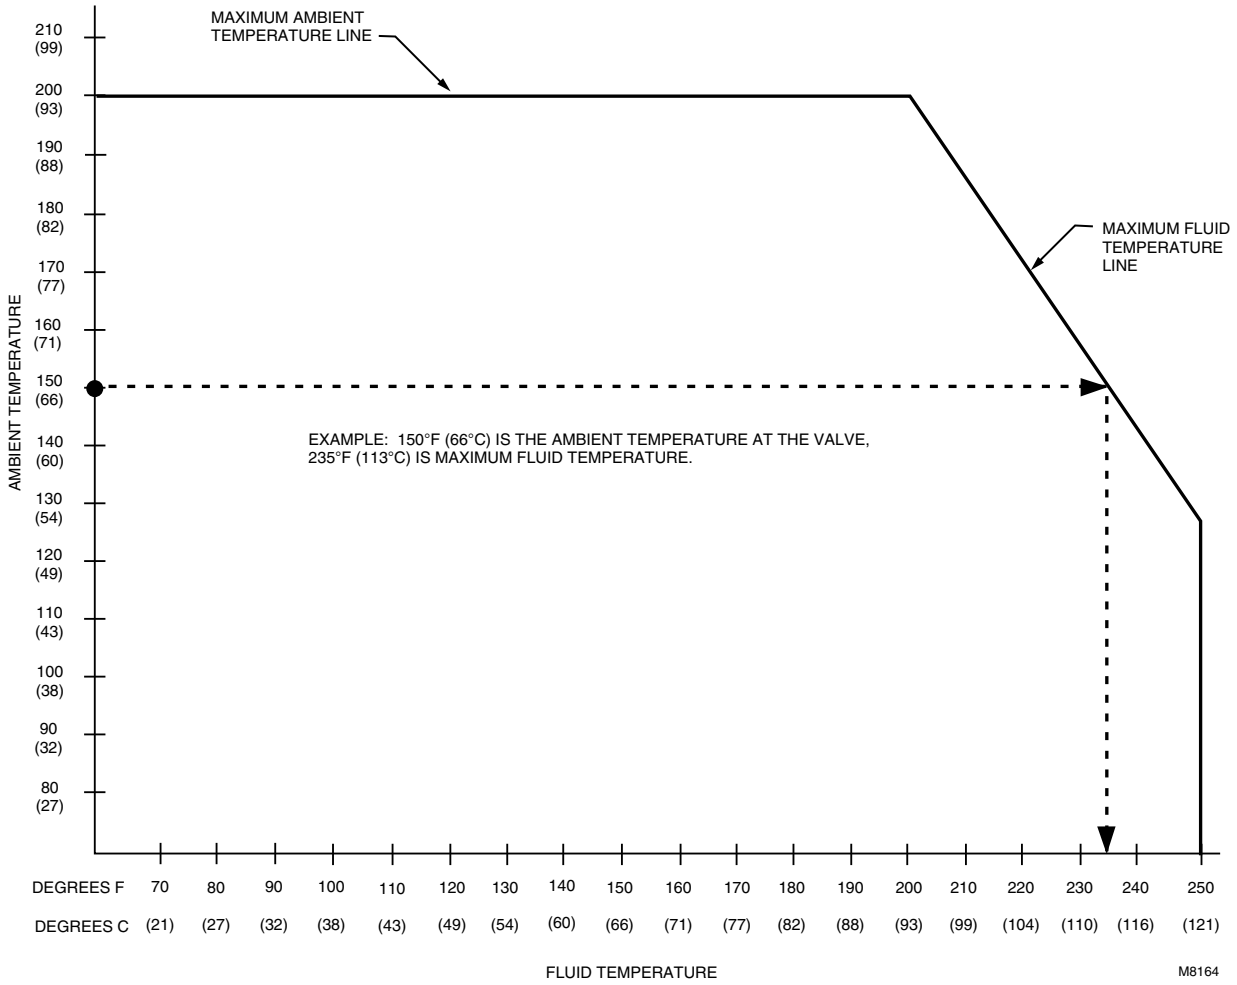

Fig. 2. Maximum temperature characteristics of valves with Class F motors.
The maximum operating temperature for motorized valves depends on the maximum ambient temperature at the valve location, and on the maximum fluid temperature. Using the graph in Fig. 2, find the maximum valve operating temperature as follows:
❶ Measure the ambient temperature at the valve and locate that temperature on the ambient temperature scale on the graph.
❷ Draw a line from the ambient temperature, parallel with the fluid temperature scale, to the maximum fluid temperature line.
❸ Draw a line from that point down to the fluid temperature scale to find the maximum operating temperature. (Note the example shown by the dashed line in Fig. 2.)